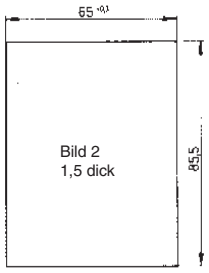

Bild 2
② Leiterplattengröße siehe Bild 2